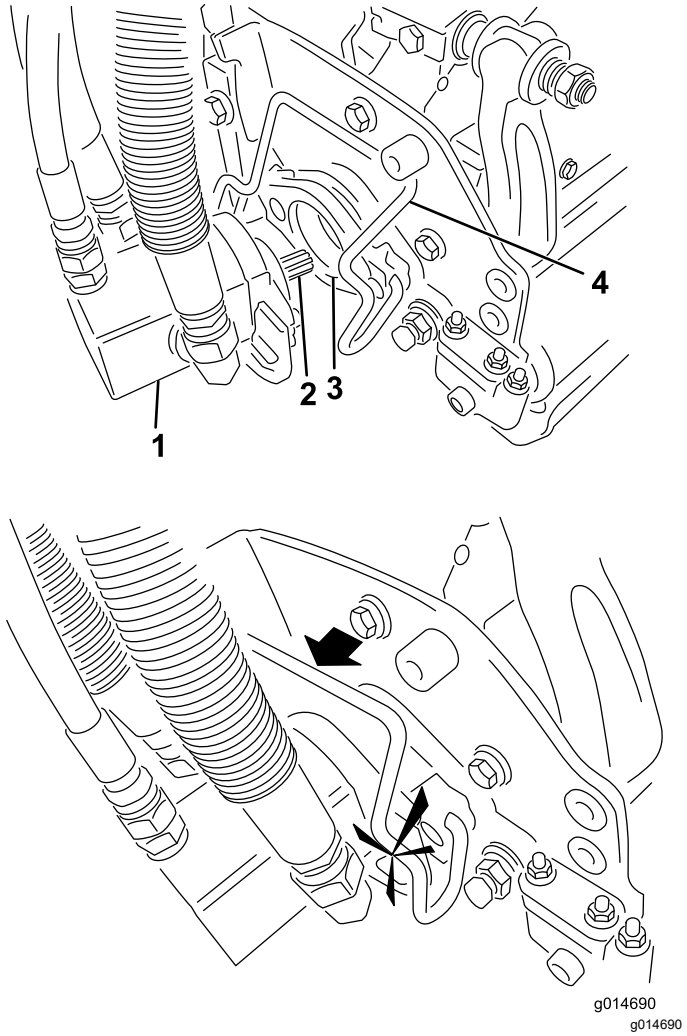

Figur 49
5. Stryk på rent fett på klippenhetsmotorns räfflade axel (Figur 49).
6. För in motorn på vänster sida av klippenheten (sett från förarsätet) och dra motorfäststaget på klippenheten mot motorn tills du hör ett klickljud från båda sidorna av motorn (Figur 49).